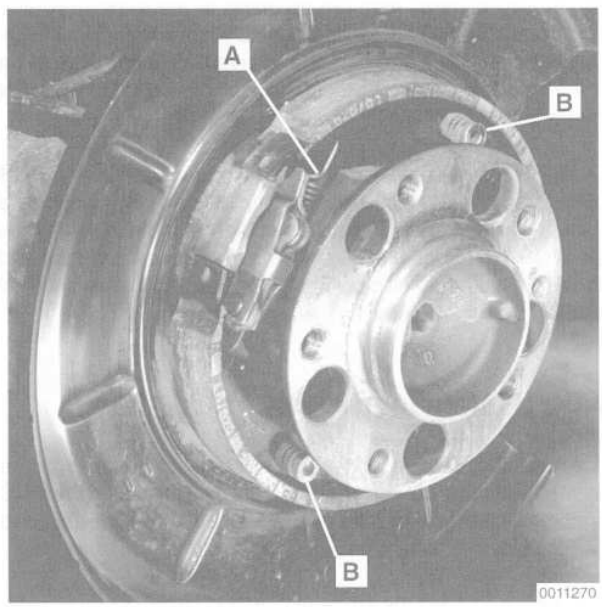

Fig. 18. Parking brake upper return spring (**A**) and shoe retainers (**B**).
3. Unhook the upper return spring from the brake shoes. Remove the shoe retainers by pushing them and rotating 90°. See Fig. 18.